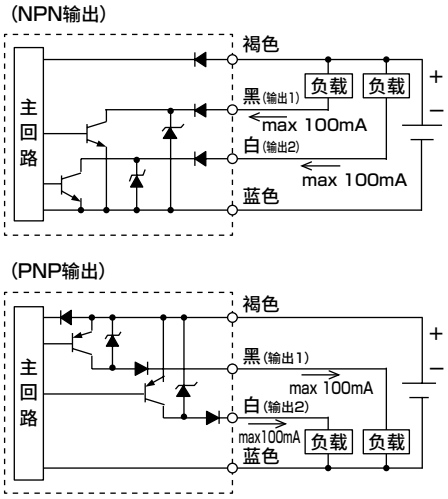

图5 输出回路
- 有NPN输出型和PNP输出型。请根据输出类型，按图5所示进行配线。